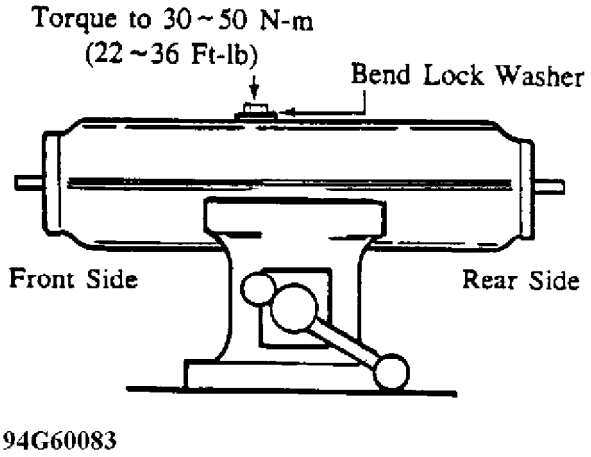

Fig. 17: Installing New Lock Washer on Converter
8. Install a new lock washer and tighten the drain plug No. 1 to the specified torque. Torque to 30-50 N-m. Bend the lock washer to prevent the plug from loosening. See Fig. 17.
8. Hold the removed converter level and securely in a vise as shown in Fig. 17. Remove the drain plug No. 2 (rear) and loosen the drain plug No. 1 (front) as shown in Fig. 14.